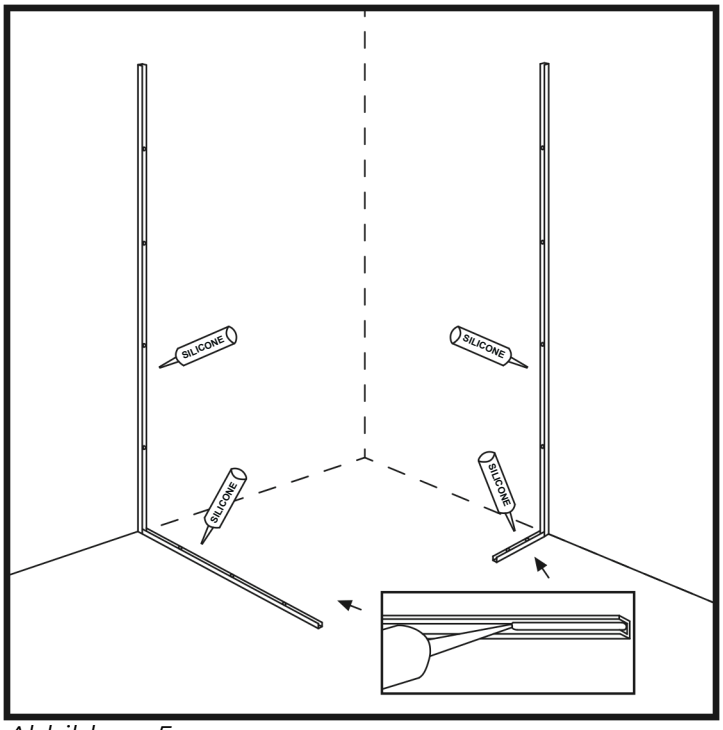

Abbildung 5
16. Füllen Sie die U-Leisten an Wand und Boden mit einem gleichmäßigen Silikonstreifen. (Abbildung 5)